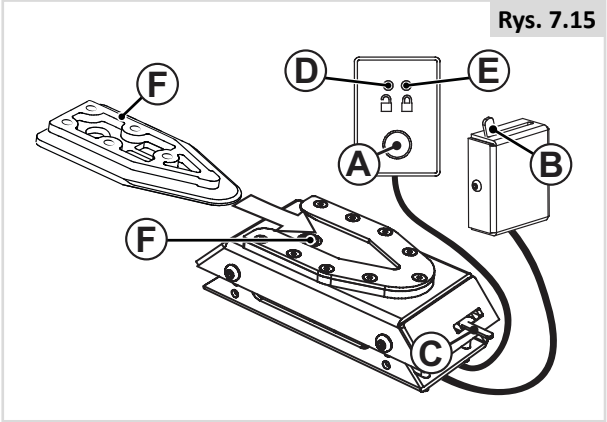

Rys. 7.15
10. Ostatecznie sprawdzić wózek przez podłączenie go do stacji dokującej. Upewnić się, że jest prawidłowo przymocowany oraz że wszystkie metody odłączania wózka działają zgodnie z założeniami (Rys. 7.15).